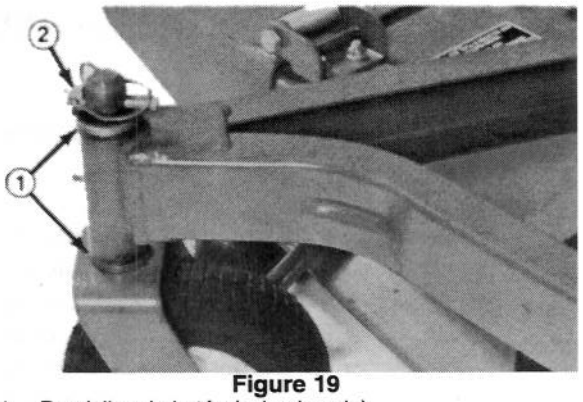

Figure 19
A. Pour les unités de coupe qui fonctionnent normalement avec une hauteur de coupe de 25 à 50 mm, le bord inférieur doit être relevé. Enlever la clavette qui fixe la roue pivotante à l'extrémité inférieure (Fig. 19) et déposer l'ensemble roue.
C. Si l'unité de coupe fonctionne normalement avec une hauteur de coupe de 50 à 100 mm, abaisser le côté supérieur. Enlever la clavette de la roue pivotante à l'extrémité supérieure de l'unité et déposer l'ensemble roue (Fig. 19).